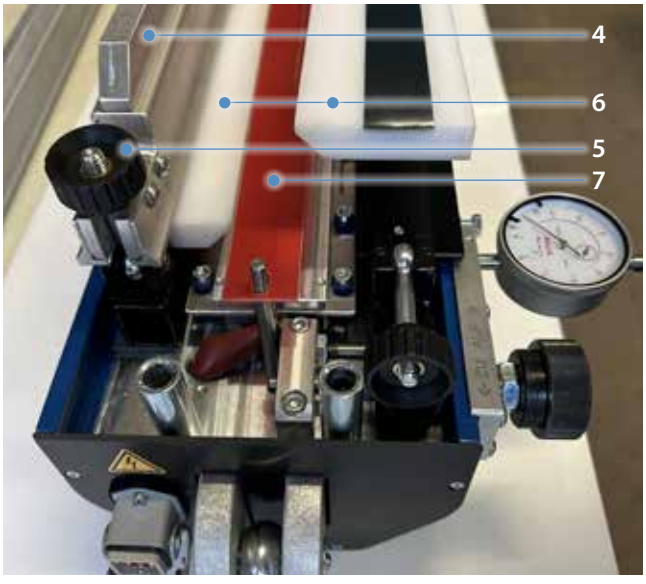

Abb. 4.2.2
3. Obere Bandhalterungen (4) beidseitig abnehmen. Hierzu die an den Bandhalterungen vorgesehenen Rändelmuttern (5) lösen und Augenschraube nach außen klappen. (Abb. 4.2.2)
4. Die Presse mit den passenden Inlays (6) für den zu verbindenden Bandtyp ausrüsten. HGW-Einlage (7) im Pressenunterteil mit Hilfe der Positionierungslochung positionieren. (Abb. 4.2.2)